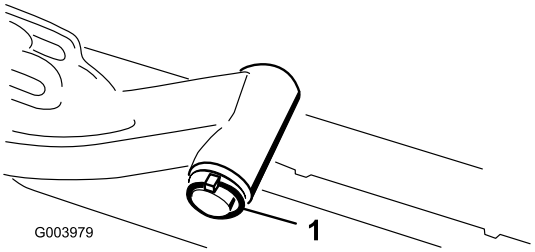

Rysunek 9
A. Usuń zawleczkę i podkładkę mocujące sworzeń do ramienia podnoszącego i zsuń sworzeń z ramienia podnoszącego (Rysunek 9).
C. Wsuń wałek ramienia podnoszącego na ramię podnoszące i zamocuj go za pomocą podkładki i zawleczki (Rysunek 9).